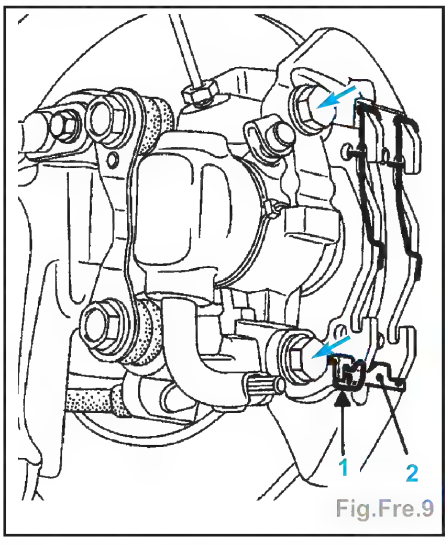

Fig.Fre.9
- les deux vis de fixation de la chape d'étrier (flèches) (Fig.Fre.9),